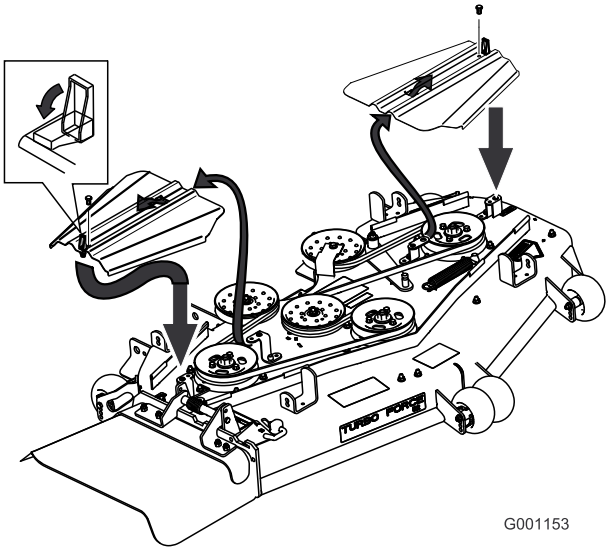

Figur 55
3. Ta bort de bultar som håller fast remkåporna och ta sedan bort kåporna (Figur 55).
9. Montera remkåporna genom att föra in kåpan i tappen, montera bultarna och låsa spärrhakarna (Figur 55).